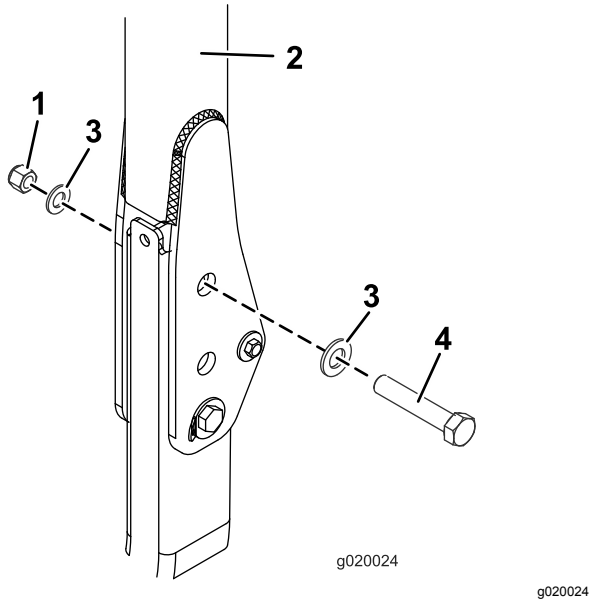

Figur 19
3. Sätt en bricka (13/16 × 1½") på varje skruv (3/4 × 4") enligt Figur 19.
4. Montera skruvarna och brickorna i hålen som stiften togs bort från (Figur 19).
5. Montera en till bricka på varje skruv och fäst med en mutter (¾") enligt Figur 19. Dra åt muttrarna till 323–396 N·m.
6. Dra åt vältskyddets axelbult (Figur 19) till 91–113 N·m så att störtbågen och solskärmen inte hoppar.